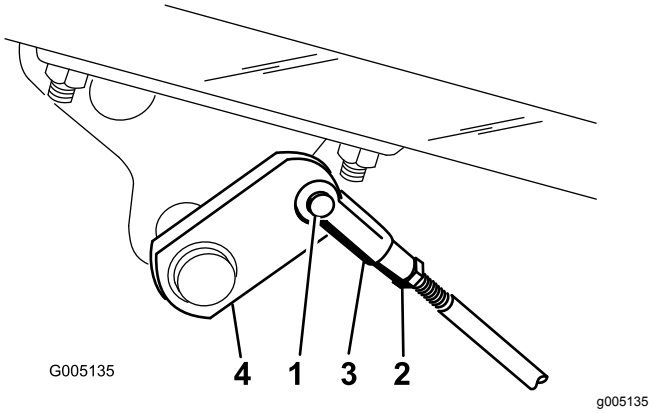

**Figur 46**
A. Koppla bort bromsstängerna genom att ta bort saxpinnen och sprintbulten (Figur 46).
B. Lossa kontramuttern och justera sprinten (Figur 46).
C. Montera sprinten på bromsaxeln (Figur 46).